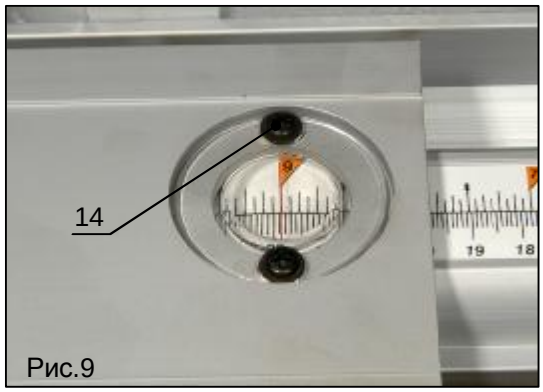

Рис.9
4. Проверьте шкалу, убедитесь, что когда вы вплотную подведете параллельный ограничитель к лезвию, на шкале обозначится «0». В том случае, если будут отклонения, необходимо выполнить точную подстройку. Отверните два винта (поз.14, рис.9) на шкале, выставьте на «0» и опять закрутите оба винта.